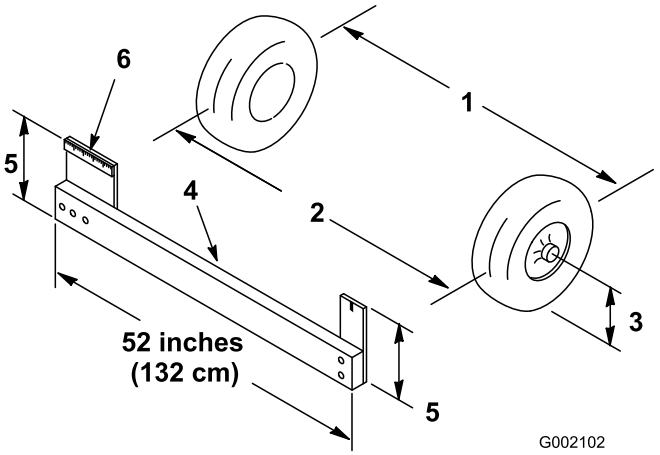

Figuur 11
1. Meet ter hoogte van de as de afstand tussen de voorwielen aan de voorkant en de achterkant van de wielen (Figuur 11). De afstand aan de achterkant van de voorwielen ter hoogte van de as moet worden gemeten met behulp van een spanklem of een uitlijnmaat. Gebruik dezelfde spanklem of uitlijnmaat om de afstand aan de voorkant van de voorwielen ter hoogte van de as te meten (Figuur 11).